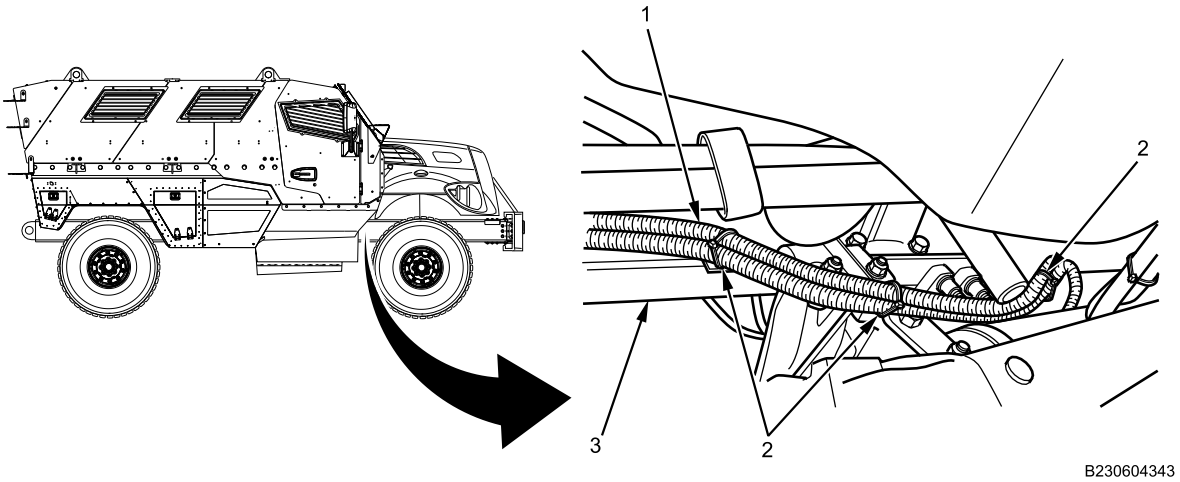

Figure 6. Winch Cables Along Right Side Frame Rail.
3. Install new cable lock straps (Figure 6, Item 2) on winch cables (Figure 6, Item 1) where needed along right side frame rail (Figure 6, Item 3).